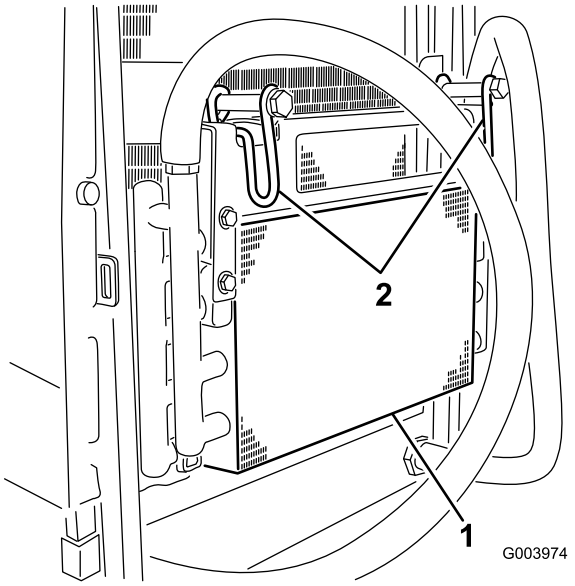

Figur 60
6. Drej låsehåndtaget indad, så oliekøleren løsgøres (Figur 60).